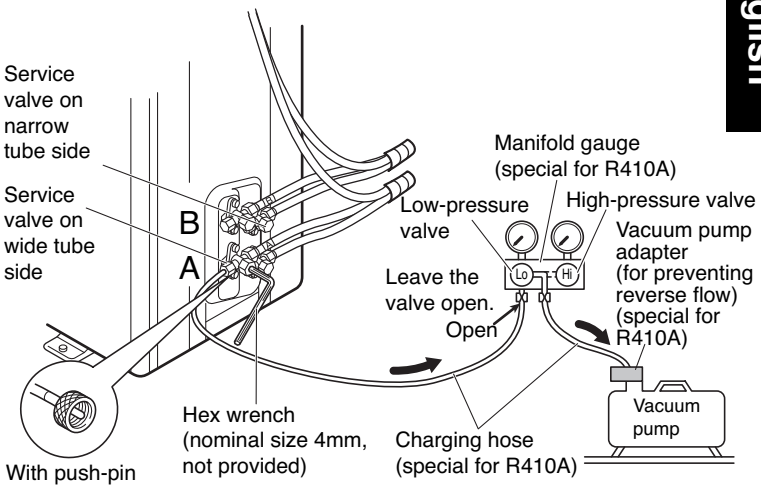

Fig. 20
(1) Check that each tube (both narrow and wide tubes) between the indoor and outdoor units have been properly connected and all wiring for the test run has been completed. Note that both narrow and wide tube service valves on the outdoor unit are kept closed at this stage.
(2) Using an adjustable wrench or box wrench, remove the valve caps from the service valve on both narrow and wide tubes.
(3) Connect a vacuum pump and a manifold valve (with pressure gauges) to the service port on the wide tube service valve. (Fig. 20).